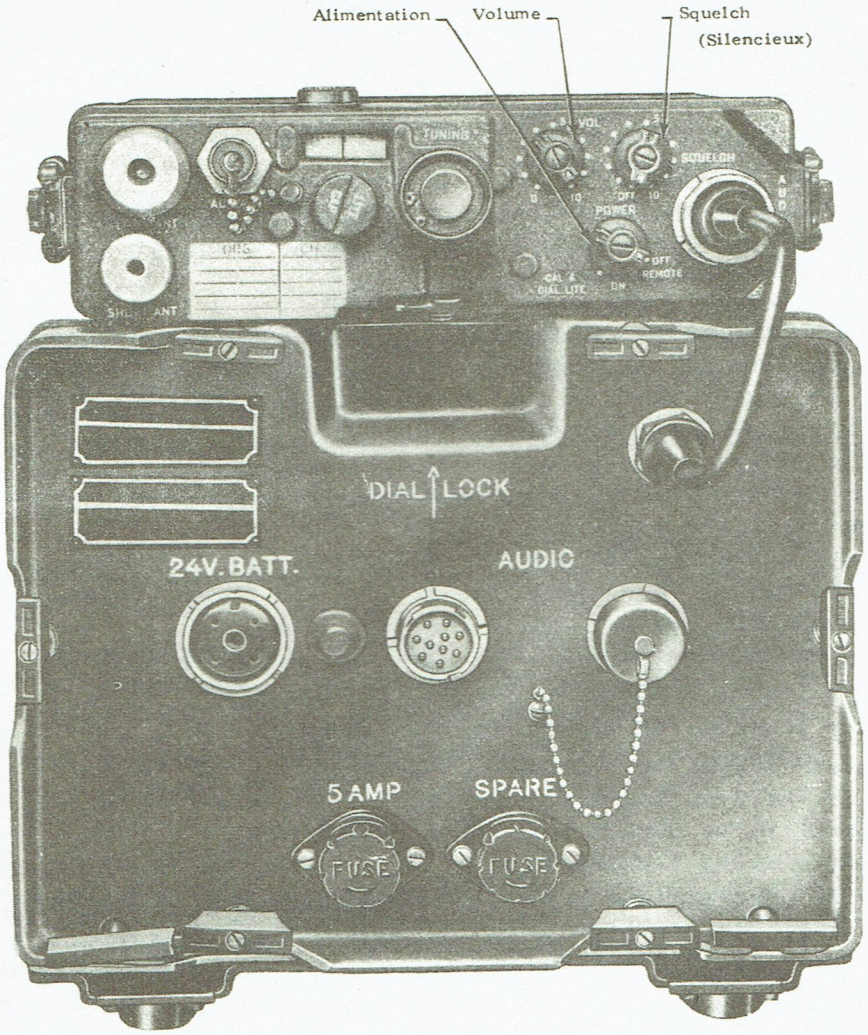

Fig. 11 - Emetteur-récepteur installé sur l'appareil d'alimentation d'amplificateur AM-598/U.
1) Placer l'émetteur-récepteur sur la partie supérieure de l'appareil d'alimentation (figure 11). S'assurer que le commutateur d'alimentation "POWER" de l'émetteur-récepteur se trouve sur "OFF". Introduire la fiche de la pile P1 (figure 6) de l'émetteur-récepteur dans la prise de courant placée à l'arrière de l'appareil d'alimentation (figure 36), en maintenant la bague de traction (figure 6) derrière la fiche et sur le côté du câble de la fiche.